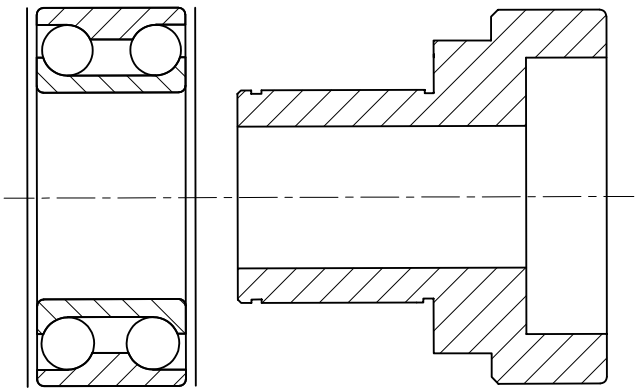

***Figure 18-9** BEARING drawing automatically updated after loading the SHAFT drawing*
4. Open the SHAFT drawing. In the **EXTERNAL REFERENCES** palette, you will notice that the message Needs reloading displayed in the **Status** column of the BEARING drawing. Right-click on BEARING and choose **Reload**; the BEARING drawing is automatically updated, refer to Figure 18-9. This is the most useful feature of external reference. You can insert the drawing as a block also, but in that case any modification made in the drawing will not reflect automatically in the drawing in which it is inserted.